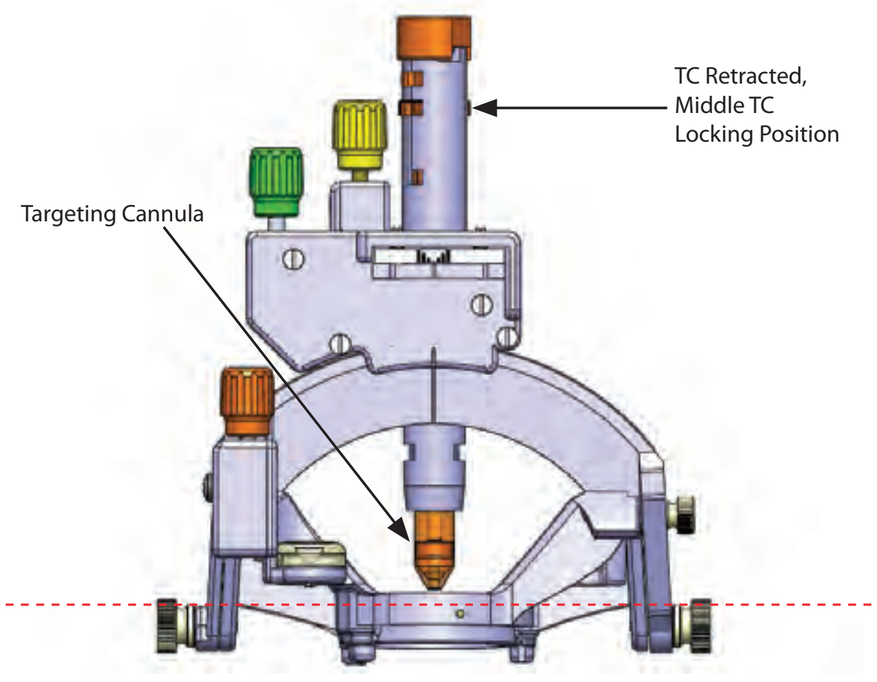

Figure 23: Targeting Cannula positioning
7. Retract the Targeting Cannula to the middle TC locking position. **See Figure 23.**